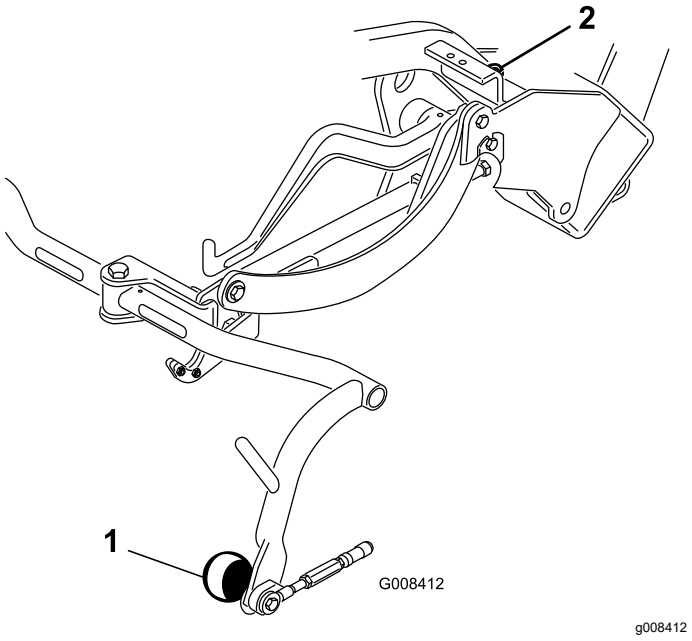

**Figuur 6**
4. Als u de tussenruimte moet afstellen, draait u de contramoer los op de stopschroef op het draagframe (Figuur 6) en draait u de schroef omhoog of omlaag om het draagframe lager of hoger in te stellen. Draai de contramoer vast om de afstelling te borgen.